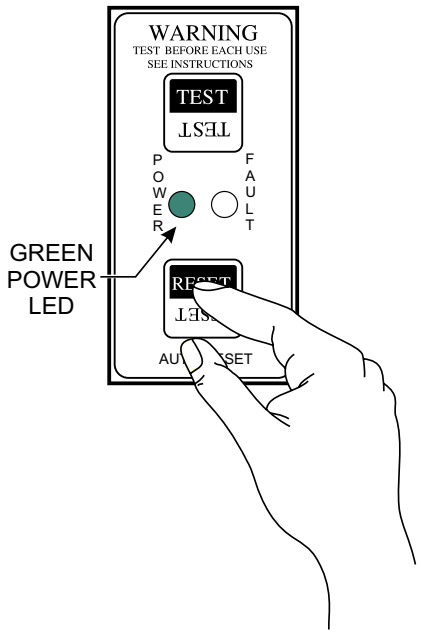

Figure 42. GFCI Sensing Module (Green LED ON)
3. Press the **RESET** button on the GFCI sensing module (Figure 42) and verify that the **GREEN** power LED is **ON**.